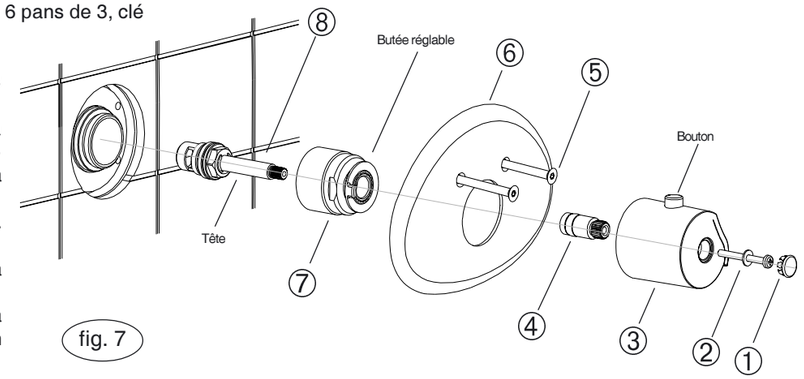

fig. 7
- démonter la tête en procédant de 1 à 8 (voir fig. 7)